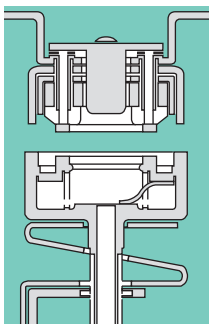

fig. 4
■ at zero current, the gap between the contacts recovers its initial dielectric strength thanks to the inherent qualities of SF6 gas (fig. 4).